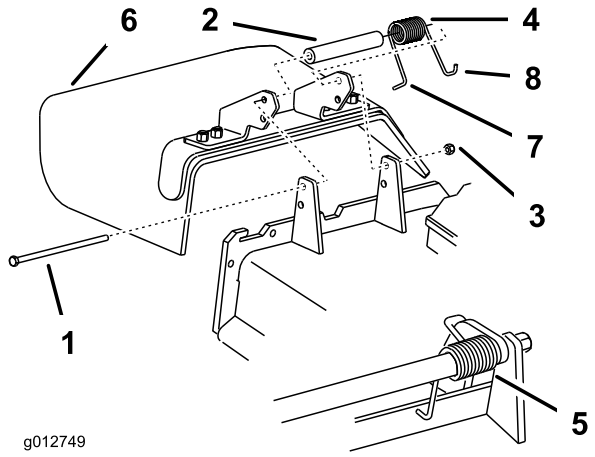

**Figur 90**
1. Fjern låsemutteren, bolten, fjæren og avstandsstykket som holder avlederen festet til svingbrakettene (Figur 90). Fjern den skadde eller slitte gressavlederen.
**Merk:** Påse at **L**-enden av fjæren er montert bak enhetskanten før du monterer skruen som vist i Figur 90.
3. Monter skrue og mutter. Plasser **J**-krokenden av fjæren rundt gressavlederen (Figur 90).